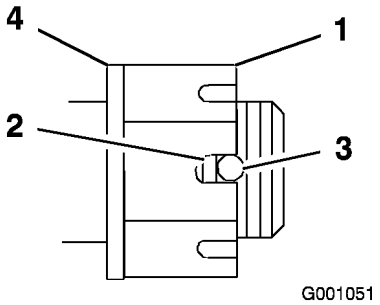

Figur 50
4. Spænd møtrikken med udskæring til 170 Nm (Figur 50).
5. Kontroller afstanden fra bunden af udskæringen i møtrikken til hullets indvendige kant. To gevind eller mindre skal være synlige (Figur 50).
7. Spænd møtrikken med udskæring til 170 Nm (Figur 50).
8. Spænd møtrikken, indtil næste sæt udskæringer rettes ind med hullet i akslen (Figur 50).